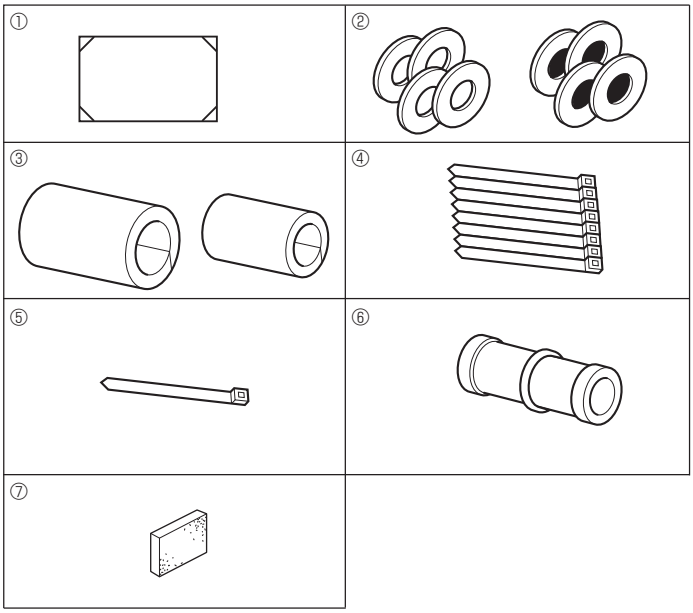

Fig. 3-1
3.1. Comprobación de los accesorios de la unidad interior (Fig. 3-1)